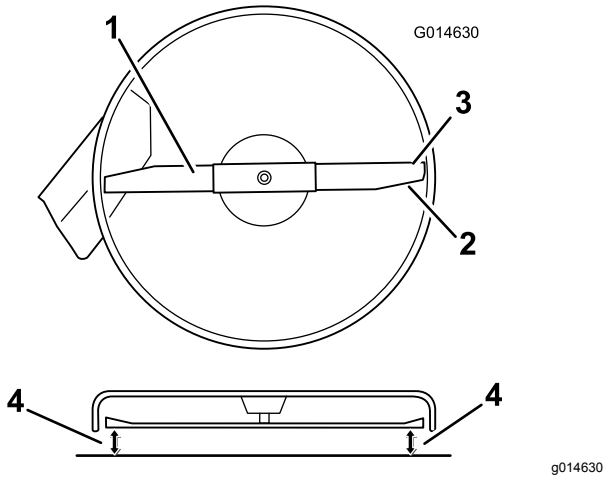
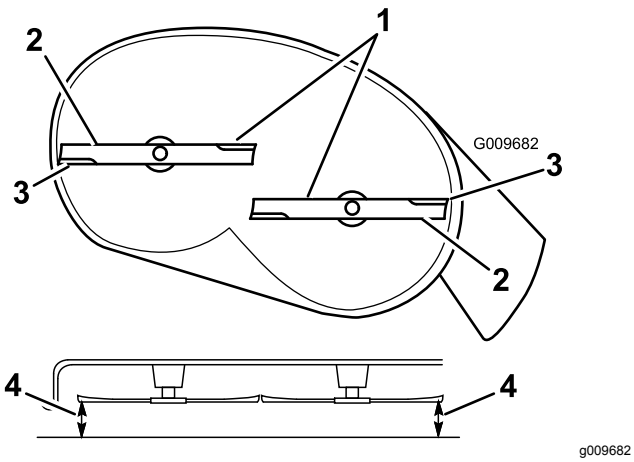

Figur 64
Figur 65
4. Roter kniven(e) forsiktig så alle er på tvers (Figur 64 og Figur 65).
5. Mål avstanden mellom de ytterste knivkantene og det flate underlaget (Figur 64 og Figur 65).